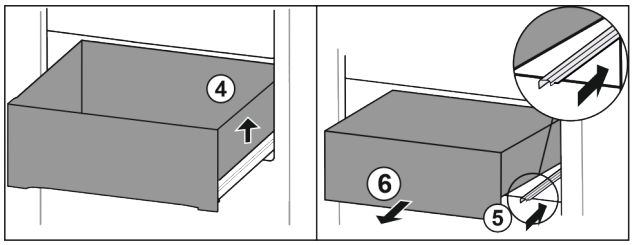

Fig. 48
▶ Lift drawer on the right. *Fig. 48 (4)*
▶ Slide in right rail. *Fig. 48 (5)*
▶ Remove drawer to the front. *Fig. 48 (6)*